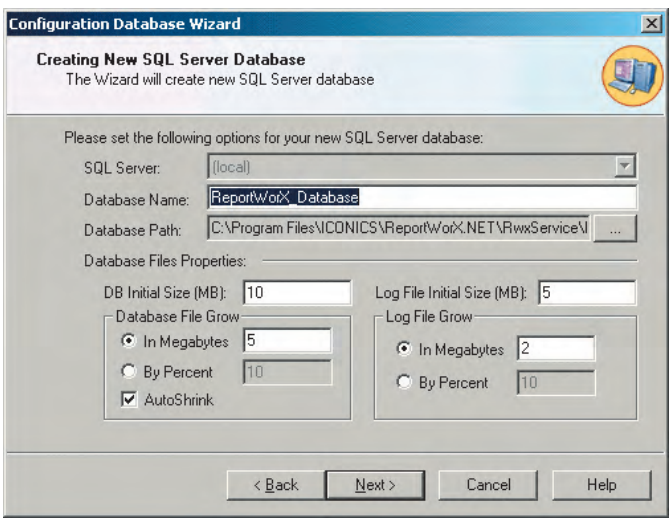

Рис. 2. Настройки новой базы данных
3. На экран будет выведено окно, показанное на рис. 2, в котором можно установить настройки для новой базы данных. Оставьте без изменения настройки по умолчанию и нажмите кнопку **Next** (Далее).